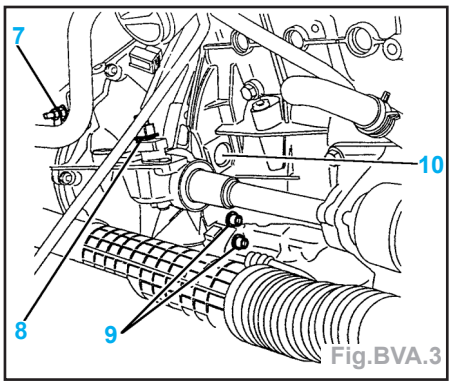

Fig.BVA.3
- Déposer le col d'entrée d'air (5).
- Déposer (Fig.BVA.3) :
- l'écrou (7),
- le connecteur (8),
- les vis (9),
- les 3 écrous (10),